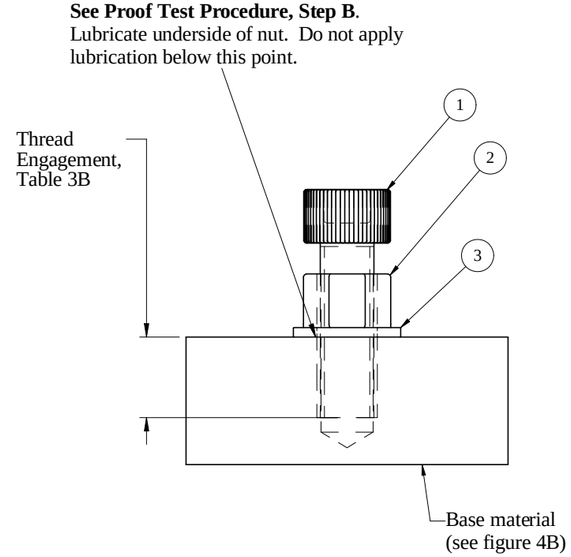

Figure 2B
2. **Torque-Based Proof Test Procedure For Threaded Lift Holes** (This applies to a lift point which has no attachment welds, such as that shown in Figures 2B and 4B)
A. Thread the nut onto the cap screw until the leading surface of the nut is at the required length of thread engagement as listed in Table 3B. The tolerance on thread engagement is $^{-0}/_{+5}$ % with a minimum tolerance of $^{1}/_{32}$ in. (See Figure 2B).
B. Apply fresh Molykote™ P37 (or equivalent) lubricant to the threads above and starting at the leading surface of the nut (See Figure 2B). Thread the nut fully onto the lubricated threads of the bolt and apply lubricant to the trailing surface of the nut. Do not lubricate the threaded hole.